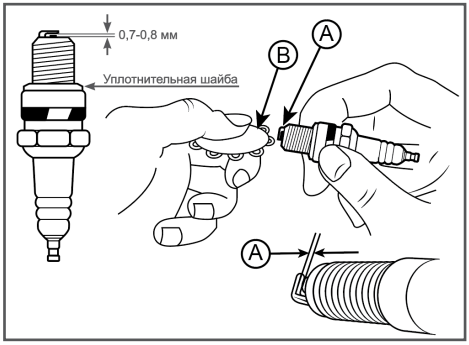

Рис. 37 Проверка межэлектродного зазора
4. Измерьте зазор А между электродами свечи зажигания специальным щупом В. Зазор должен быть 0,7-0,8 мм (Рис. 37). При увеличении или уменьшении требуемого зазора, рекомендуется заменить свечу, так как регулировка зазора может привести к изменению качества искрообразования.